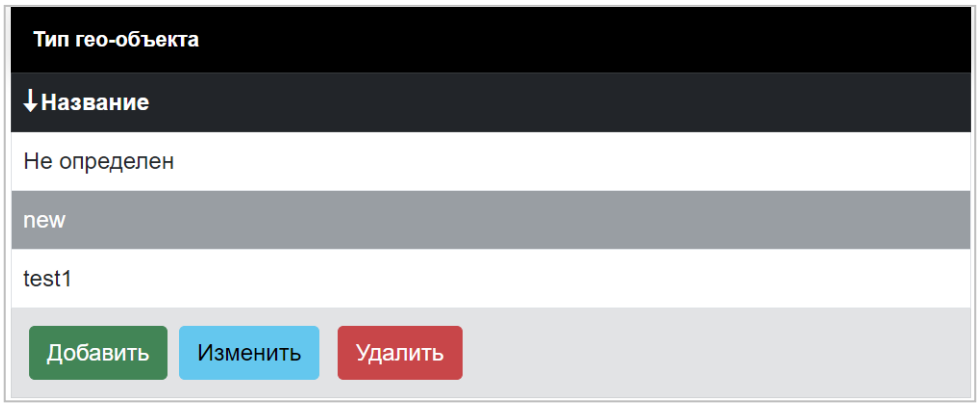

Рисунок 5.47 – ПМ «Администрирование КСЭОН СЕНСОР». Тип гео-объекта
1. В таблице (рисунок 5.47) выберите тип гео-объекта. При отсутствии необходимого типа создайте новый тип гео-объекта (п. 5.3.17.5). Если необходимо добавить зону в существующий гео-объект, пропустите пункты 2 и 3.
1. В выпадающем списке (рисунок 5.47) выберите тип гео-объекта.